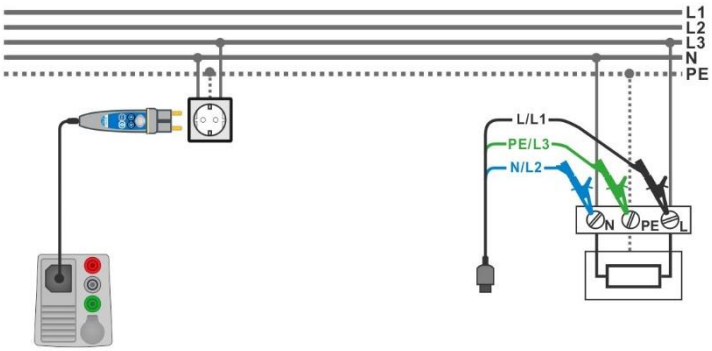

Figure 7.118: Connection of Plug commander and 3-wire test lead
- Connect 3-wire test lead or Plug commander to the object under test, see ***Figure 7.118***.